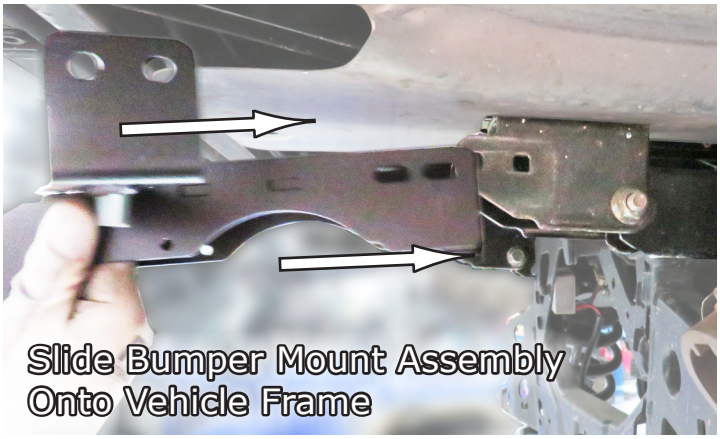

Fig.3c
3.Now, before you install the **Bumper Mount Assembly** onto the vehicle, find the **Small Mounting Brackets**, **Fig.3a**, that you will place on the **"inside"** of the frame Tubing as shown in **Fig.3b** to secure the Bumper Mounts to the frame. ***(NOTE: You will need to hold the Small Brackets in place to thread the bolts into them when installing)*** Then you will slide the Bumper Mount Assembly onto the vehicle framing as shown in **Fig.3c-d** aligning the holes to install.